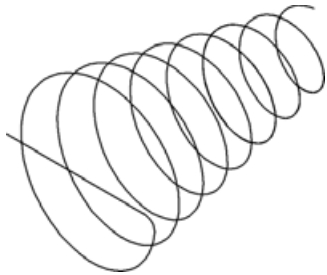

Рис. 8.23
- Установите для модели ориентацию **Изометрия XYZ**. Спираль и эскиз будут выполнять роль траектории кинематического элемента (рис. 8.23).